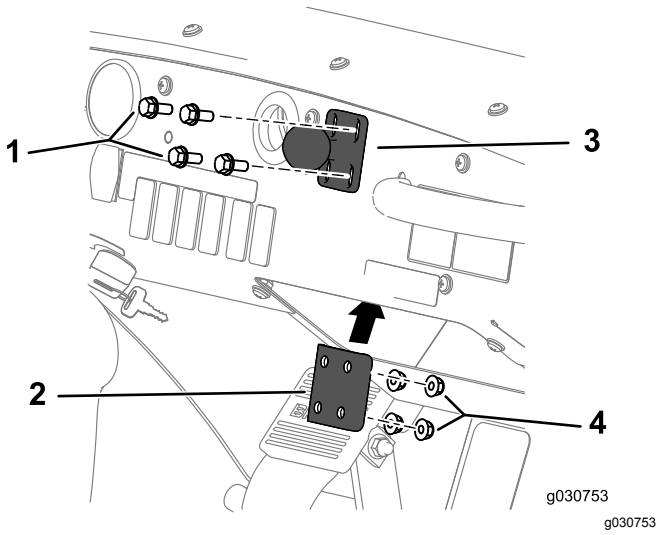

Figur 158
1. Monter kuleleddfestet på instrumentpanelet med de fire boltene (1/4 x 1-1/2 tomme), avstiverplaten og flenslåsemutteren (1/4 tomme), som vist i Figur 158.